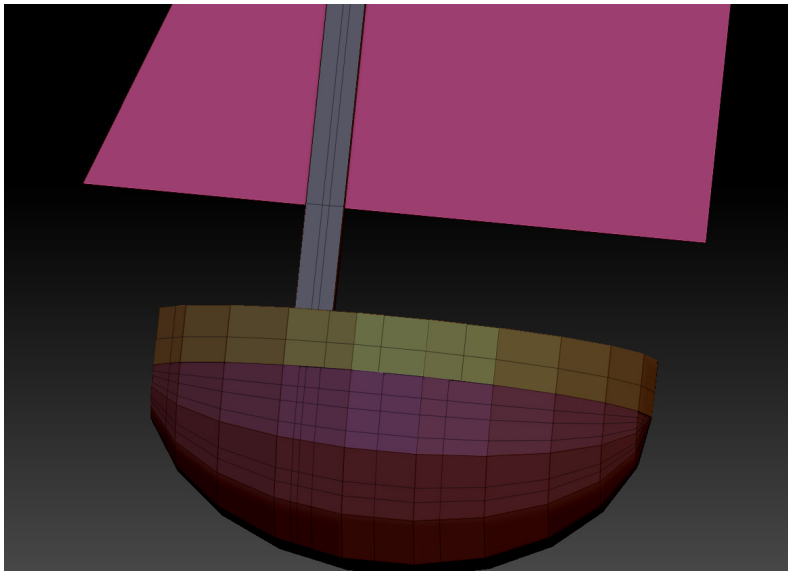

Figure 3-134 *The edge loops added*
2. Similarly, add more edges in the *boat*, as shown in Figure 3-134.